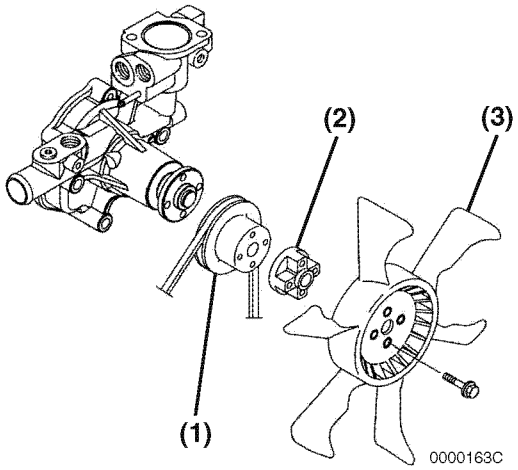

Figure 9-21
7. Install the cooling water pump V-pulley **(Figure 9-21, (1))**, spacer **(Figure 9-21, (2))**, cooling water fan **(Figure 9-21, (3))**, and fan guard (if equipped).